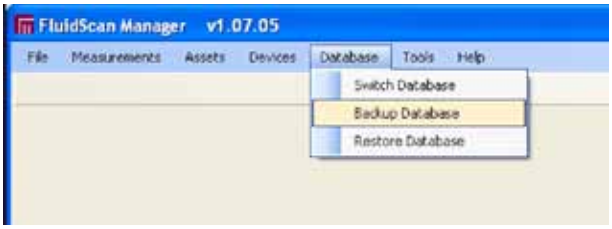

Figure 3.6-2, Backup Database Screen
3. The "Backup Database" screen opens, Figure 3.6-2. Use the **Browse** button to select the location where you wish to backup the database.